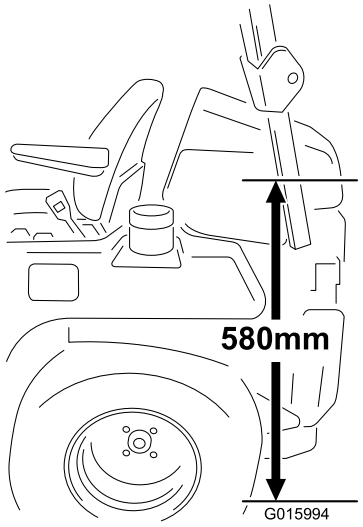

**Figura 1**
1. Mida 580 mm desde el suelo hasta el ROPS y marque esta altura en ambos lados de la máquina (Figura 1).